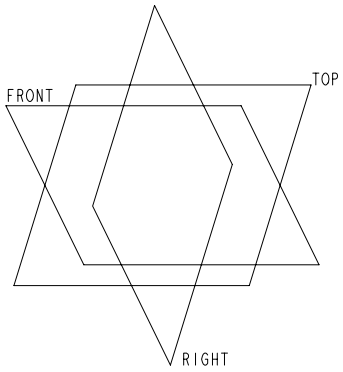

图 1.1
1. 开始创建 3D 模型前，先创建 3 个默认的基准坐标系 (Datum coordinate system) PRT_CSYS_DEF 及基准平面 (Default datum plane) RIGHT、TOP、FRONT，如图 1.1 所示，其作用如下：